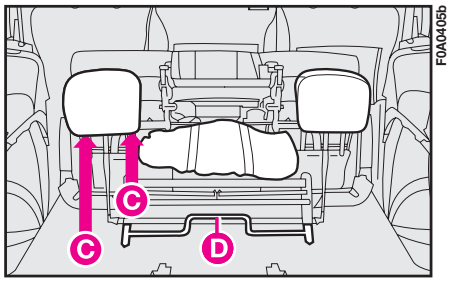

fig. 128
– refit head restraints back into the seats **C-fig. 128**.
To remove the seat in order to increase the boot space, tilt the seat and remove the tool bag (keep it on the vehicle) then use lever **D-fig. 128** to release catches.